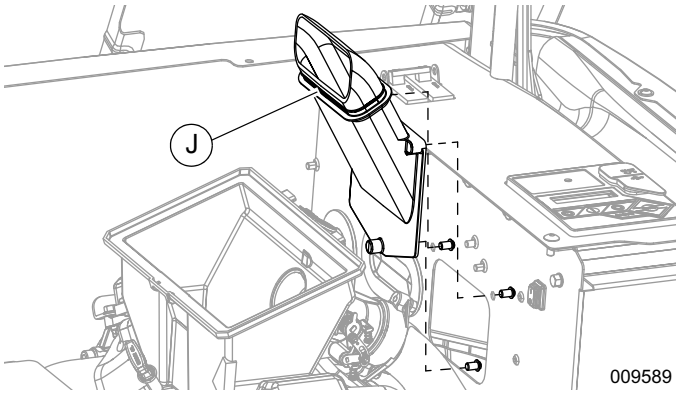

Figure 7. Removing the Snorkel (500/1000 Series)
2. See ***Figure 7***. Remove three mounting screws behind engine divider panel to disconnect snorkel (J).